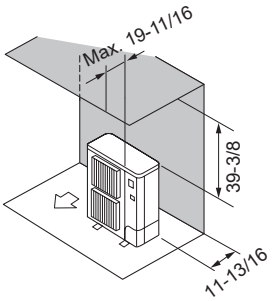

Fig. 2-6
② Obstacles à l'arrière et au-dessus (Fig. 2-6)